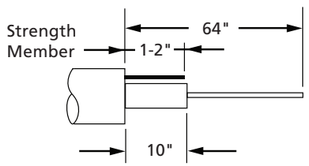

Figure 27
1. Strip incoming cable. Remove 64" of cable sheath. For CPC cable, remove 10" of subunit covering. For LT cable, use an AFL Fanout Kit and follow the included instructions. When using a cable with a strength member, be sure to leave 1-2" exposed for mounting into the enclosure **(Figure 27)**.